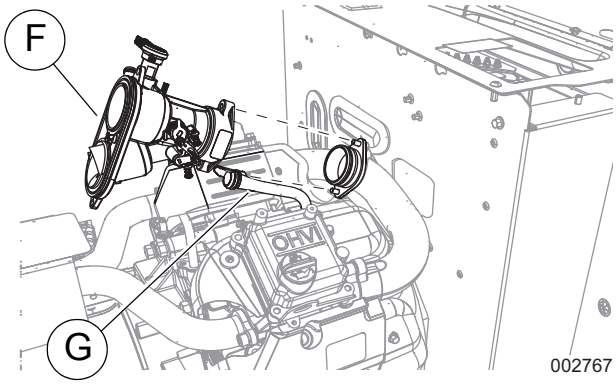

Figura 9. Desconexión del mezclador
4. Vea la *Figura 9*. Desconecte y retire el mezclador (F) para exponer la manguera del respiradero (G).